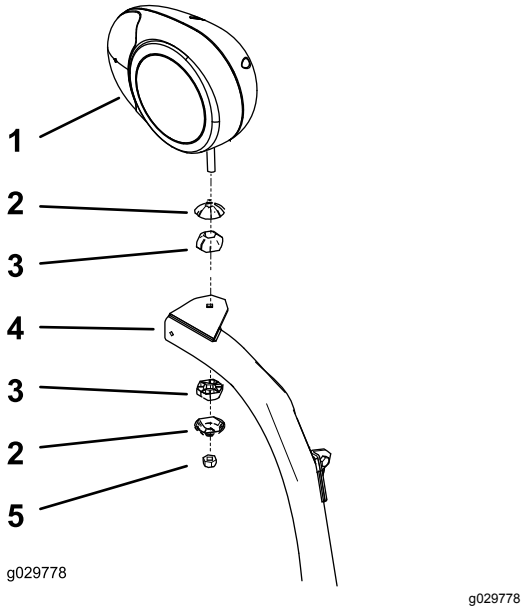

Figure 7
2. Fixez les phares gauche et droit sur leurs supports (Figure 7) à l'aide des fixations fournies.
4. Fixez les phares gauche et droit sur leurs supports (Figure 7) à l'aide des fixations fournies dans le kit.